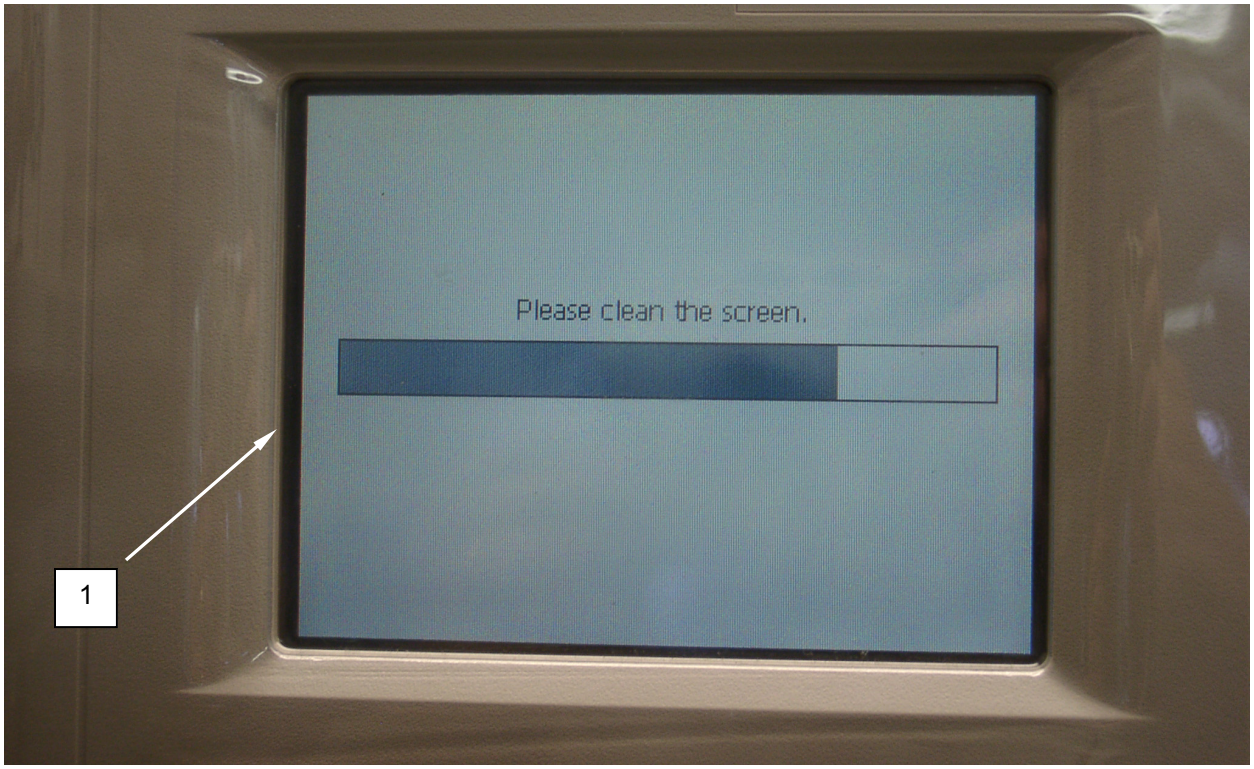

Figure 9. Clean Screen off Delay Display.
3. The screen displayed in Figure 9 will appear. While this screen is displayed, the touch screen may be cleaned. The bar indicator **(Figure 9, Item 1)** shows the delay time remaining.